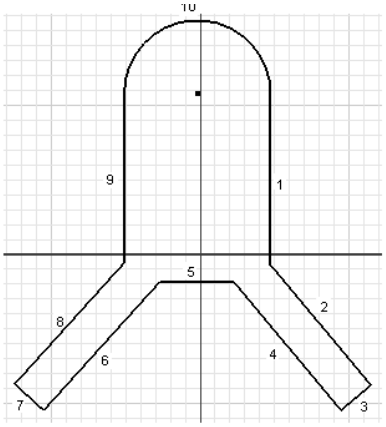

Figure 3-33 *Initial sketch with the geometries numbered*
1. Choose the **Line** tool from the **Create** panel of the **Sketch** tab to draw the outer loop, as shown in Figure 3-33. As mentioned earlier, you should draw the inner loop after drawing and dimensioning the outer loop. This is because once the outer loop is dimensioned, you can draw the inner loop by taking the reference of the outer loop.
You can draw the arc while the **Line** tool is active. You can also use the temporary tracking option to draw this sketch. For your reference, the geometries in the sketch are numbered, see Figure 3-33.